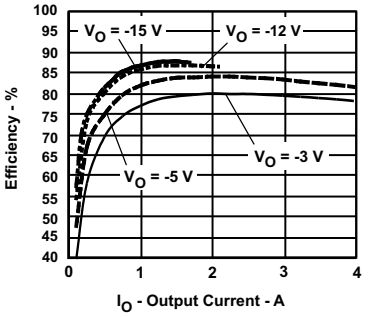
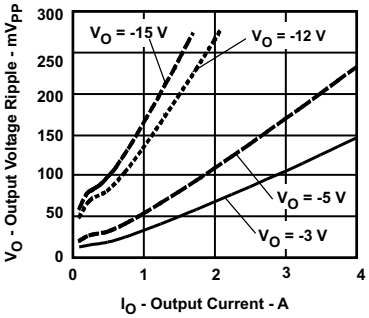
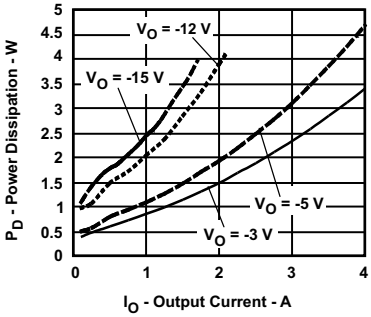

Figure 1.
Figure 2.
Figure 3.
(1) The electrical characteristic data has been developed from actual products tested at 25°C. This data is considered typical for the converter. Applies to Figure 1, Figure 2, and Figure 3.